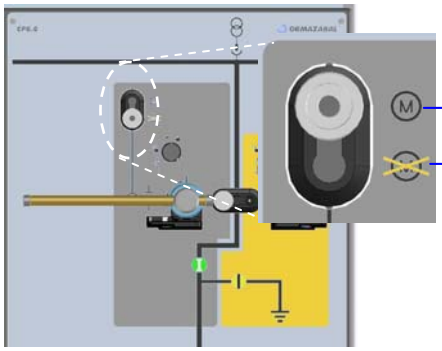

Figure 5.10: *Location of Motor/No motor selector in CPG.0-V cubicle for 1250 A*
For Motorized Disconnectors, the **MOTOR / NO MOTOR** selector, connected to the Disconnector command, must be interlocked in the MOTOR (M) position to perform the operation: *(see figures 5.10 and 5.11)*